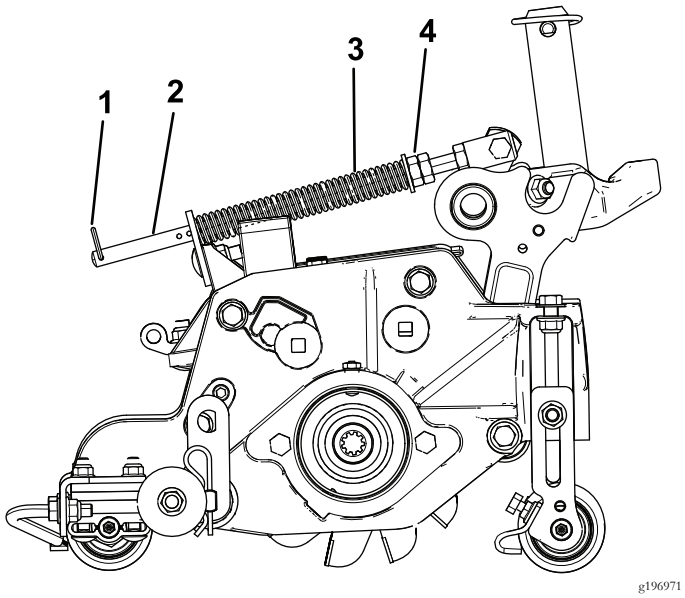

Figur 15
1. Kontroller at hårnålssplinten er installert i det bakre hullet på enden av stangen (Figur 15).
2. Stram til sekskantmutteren foran på fjærstangen inntil den komprimerte lengden på fjæren er 15,9 cm (Figur 15)